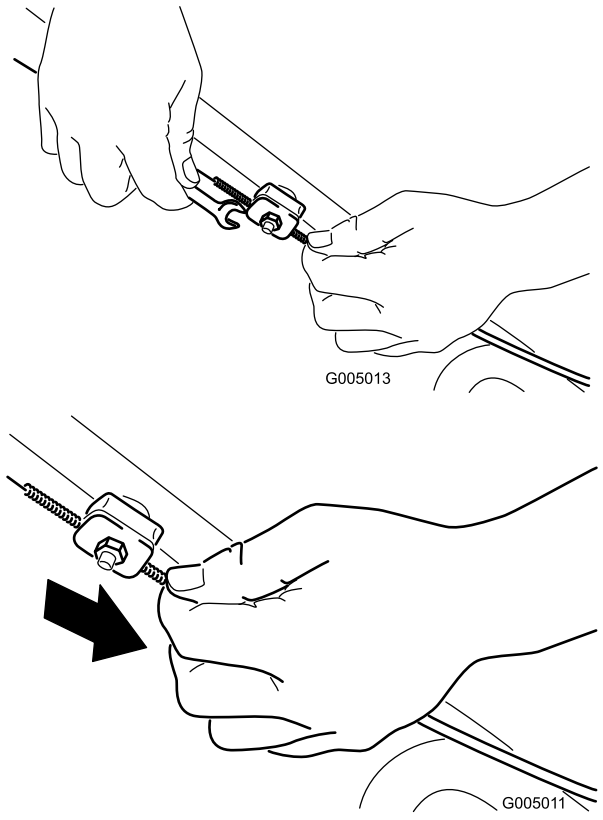

Figure 27
1. Desserrez l'écrou du support de guidage du câble (Figure 27).
2. Tirez la gaine du câble vers le bas (vers la tondeuse) jusqu'à ce qu'il n'y ait plus de mou dans le câble (Figure 27).